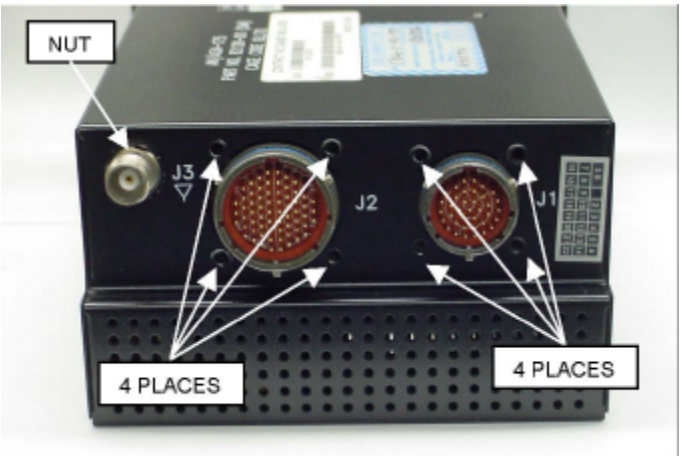

Figure 1
a. Remove the four screws each securing connector J1 and J2 (Fig. 1).
b. Remove nut and lock washer securing coaxial connector J3 (Fig. 1).